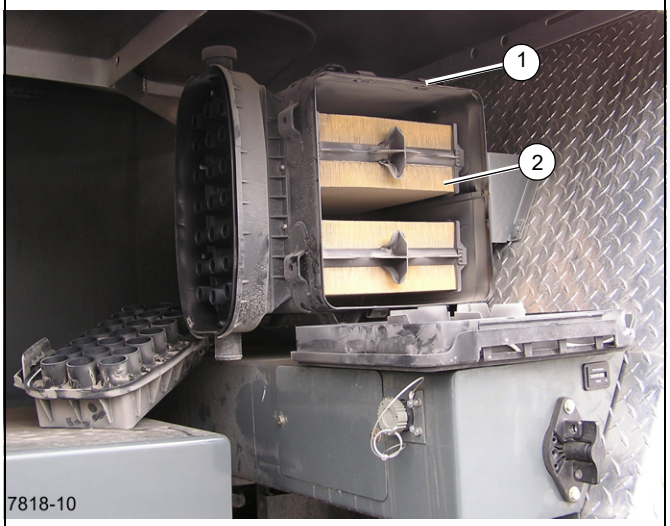

FIGURA 7-9
1. Levante las pinzas (1) (Figura 7-9) que aseguran la cubierta del cuerpo del filtro de aire y retire la cubierta.